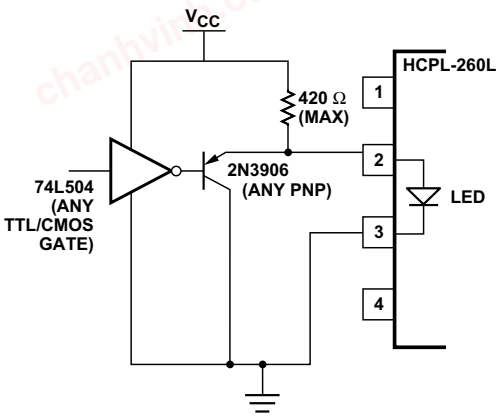

Figure 15. TTL interface circuit.
1. Use of drive circuits where current is shunted from the LED in the LED "off" state (as shown in Figures 15 and 16). This is beneficial for good CMR_H.
Figure 15 shows a circuit which can be used with any totem-pole-output TTL/LSTTL/HCMOS logic gate. The buffer PNP transistor allows the circuit to be used with logic devices which have low current-sinking capability. It also helps maintain the driving-gate power-supply current at a constant level to minimize ground shifting for other devices connected to the input-supply ground.